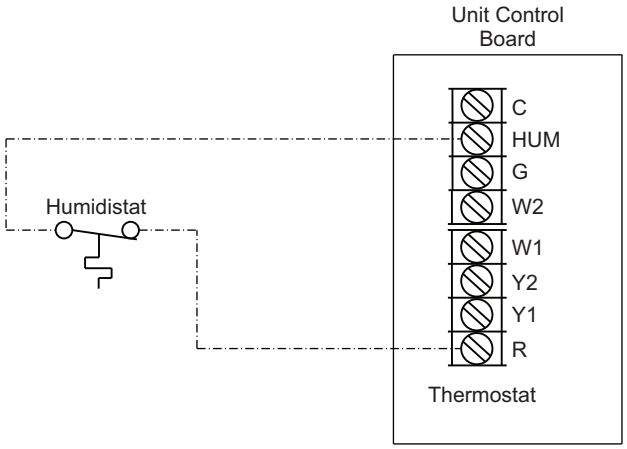

**Fig. 36 — Humidistat Connections to UCB**
3. Connect one of the leads from the 2-conductor cable to the HUM terminal on the UCB (Unit Control Board). Connect the other lead to the R terminal on the UCB. See Fig. 36.